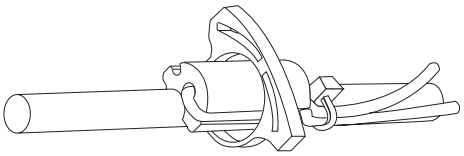

Figure 3. Liquid sensor mounting
c. Using the provided clamp, attach the sensor assembly as shown in *Figure 3*. Ensure that at least two teeth are engaged on the clamp.